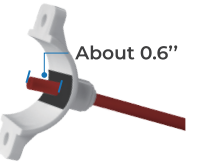

Figure 8
3. Slip the front plate on one end of the tubing (without the mark), and insert the tubing into the drilled hole for about 0.6" **(Figure 8)**.